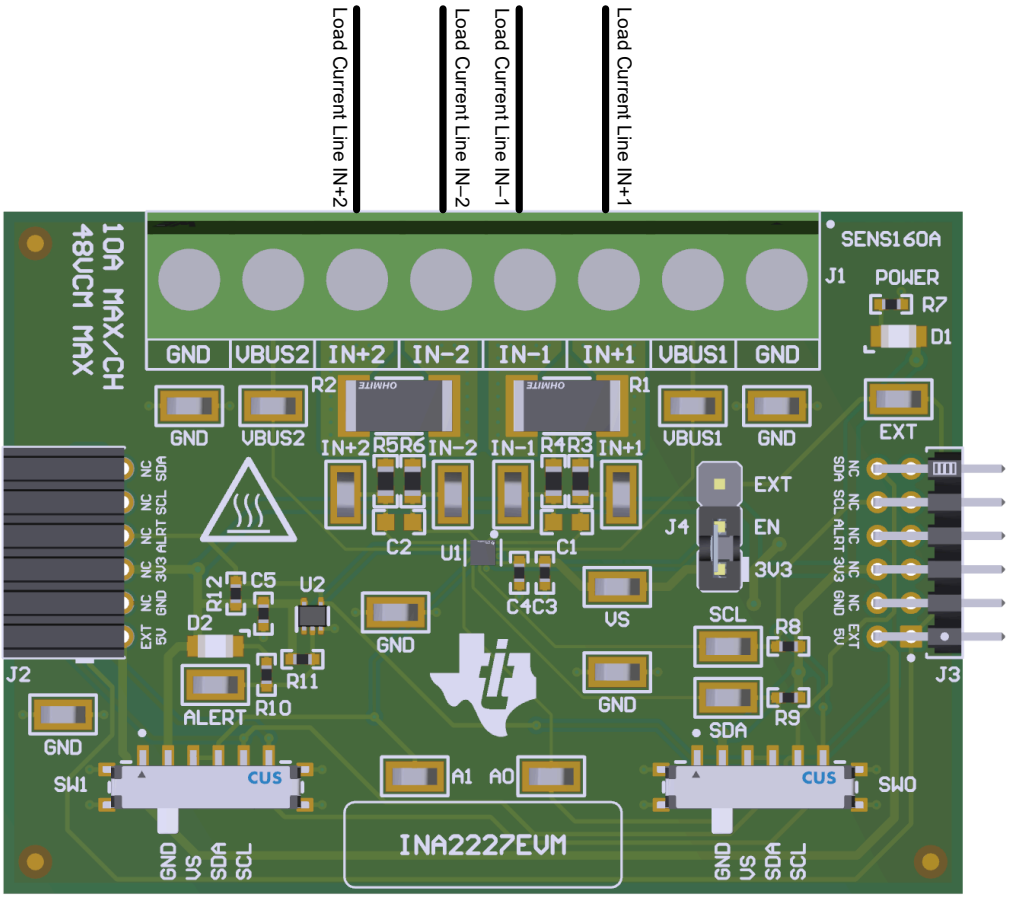

图 2-4. 10A 或更低电流时的 IN+ 和 IN – 布线
a. 将 2512 电阻器焊接在连接 IN+ 和 IN- 输入的 R1 或 R2 的焊盘上，如 图 2-4 中所示。